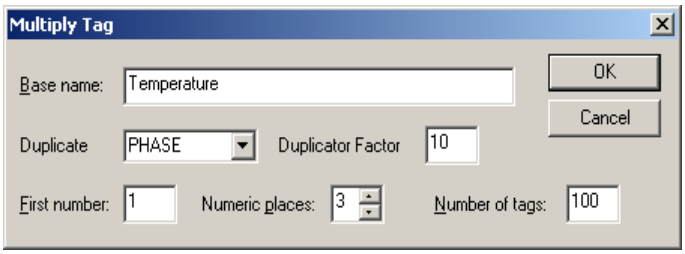

Figure 10 - Multiply Tag
3. Select **Add → Multiply…** from the menu and specify how you want to multiply the tag. You can configure your tag multiplication similar to the settings in Figure 10.